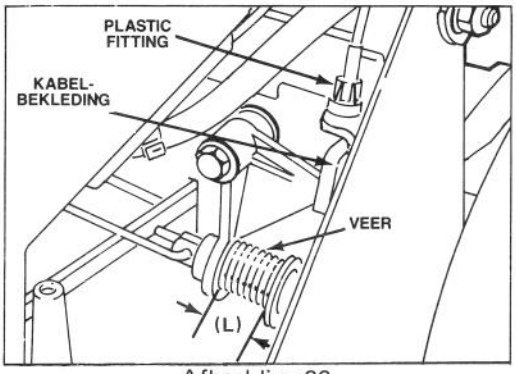

Afbeelding 26
3. Trek de stuurhendel naar beneden en vervolgens naar boven tegen de maairhendel aan. Met stuurhendel tegen maaierhendel aan. Met Stuurhendel tegen maaierhendel aan nu de veerlengte (L) meten, zie afb. 26.